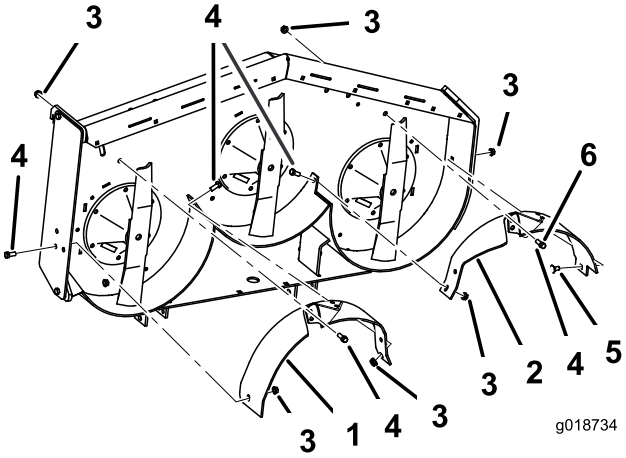

Figuur 6
2. Gebruik 2 bouten (3/8 x 7/8 inch) en 2 flensmoeren (3/8 inch) om het rechterschot los op het maaidek te bevestigen (Figuur 6).
3. Gebruik 1 bout (3/8 x 7/8 inch) en 1 flensmoer (3/8 inch) om het rechterschot los op de afvoerplaat te bevestigen (Figuur 6).
5. Gebruik 2 bouten (3/8 x 7/8 inch) en 2 flensmoeren (3/8 inch) om het linkerschot los op het maaidek te bevestigen (Figuur 6).
6. Gebruik 1 slotbout (3/8 x 3/4 inch) en 1 flensmoer (3/8 inch) om het linkerschot los op de linkerwand van het maaidek te bevestigen (Figuur 6).